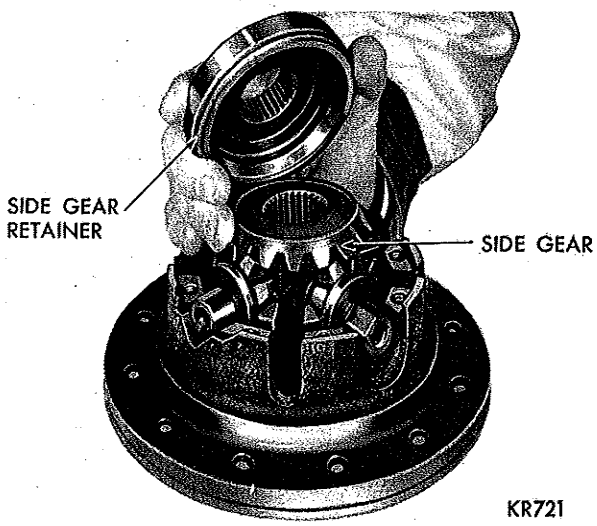
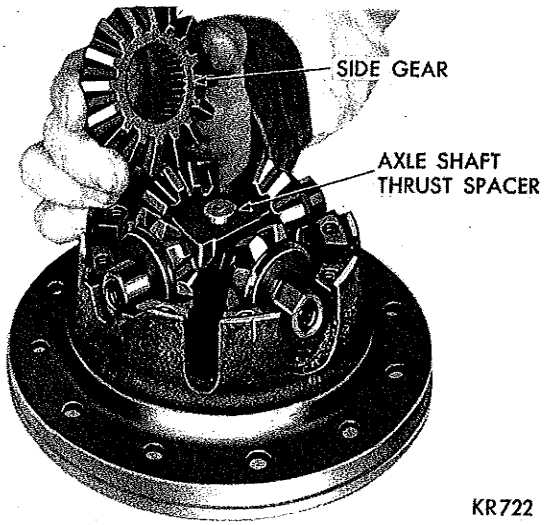

***Fig. 8—Removing or Installing Side Gear Retainer (Cap Side)***
***Fig. 9—Removing Side Gear (Cap Side)***
(3) Remove side gear retainer (Fig. 8), and side gear (Fig. 9).